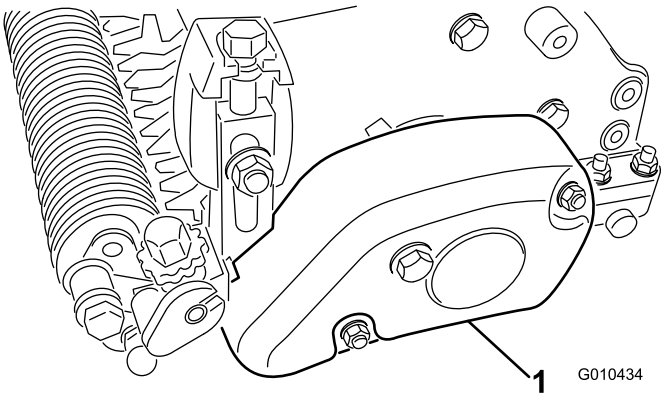

**Figura 20**
3. Monte la cubierta de la correa en la carcasa del acondicionador con 2 contratuercas (M8), según se muestra en (Figura 20).